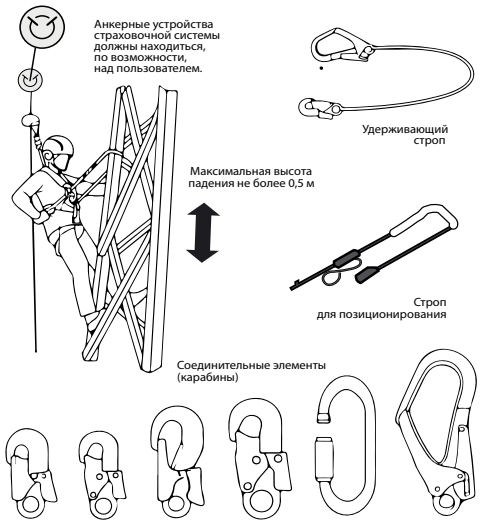

рис. 3
**Удерживающая система** – система ограничения движения на высоте, предназначенная для предотвращения попадания работника в зону риска падения и состоящая из удерживающие привязи, присоединяемой подсистемы для ограничения движения и анкерного устройства крепления (рис.3–5).